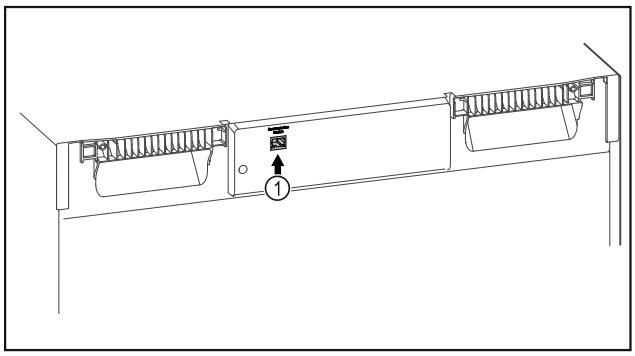

*Fig. 107*
❑ SmartModule *Fig. 107 (1)* este instalat.